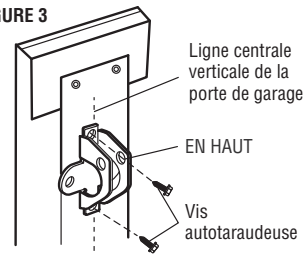

FIGURE 4
- Utiliser les trous supérieurs et inférieurs ou latéraux de support de porte. Percer des trous de 5/16 po à travers la porte et fixer le support avec des boulons à tête bombée et collet carré de 5/16 po-18x2 po, des rondelles-freins et des écrous (non fournis). (Figure 4)